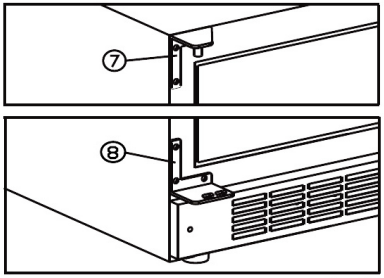

fig. 6.4
- Monter vedlagte venstre top- og bund-hængsel (7 + 8). Se fig. 6.4
- Isæt den tidligere afmonterede dørtap (3) i bundhængslet
- Monter døren op i tophængslet (7) og ind på dørtappen (3), fastskru dørtappen (1)